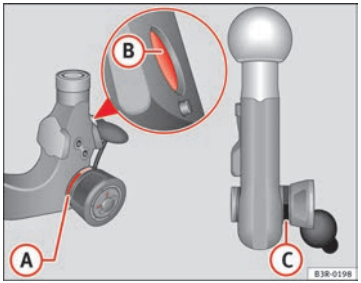

Fig. 165 Removable towing bracket: Ball joint ▶
– Check that the red marking (A) ⇒ fig. 165 on the knob is inside the black zone marked on the ball joint.
– Check that the locking pin (B) is inside the holes in the shaft section of the ball joint.
– Check that the knob protrudes visibly from the ball joint, so that there is a clear gap (C) between the knob and the ball joint.